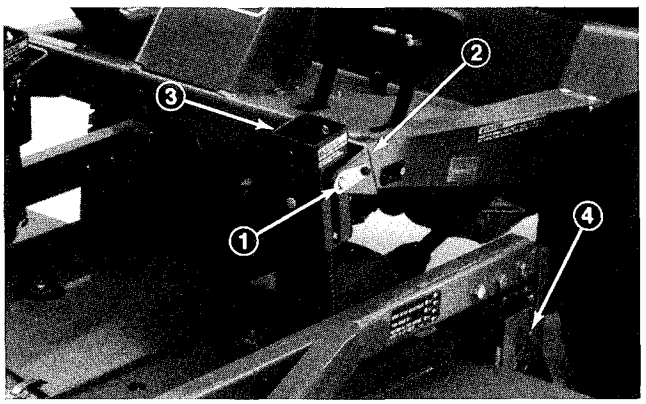

Figure 19
2. Disconnect counterbalance from traction unit. Remove lock pin(s) from the bracket and separate spring tension assembly from the bracket. Lay the assembly down on the deck and loosely secure the lock pin(s) to the bracket to prevent their loss (Fig. 19).